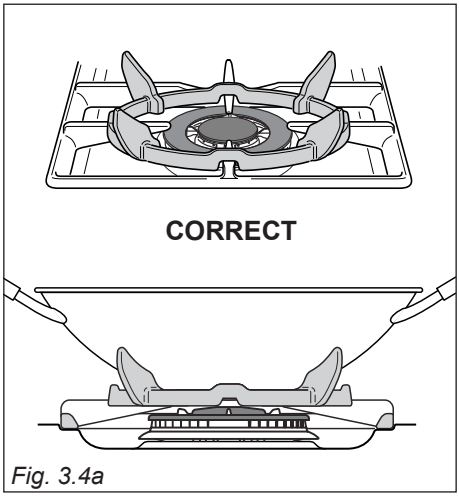
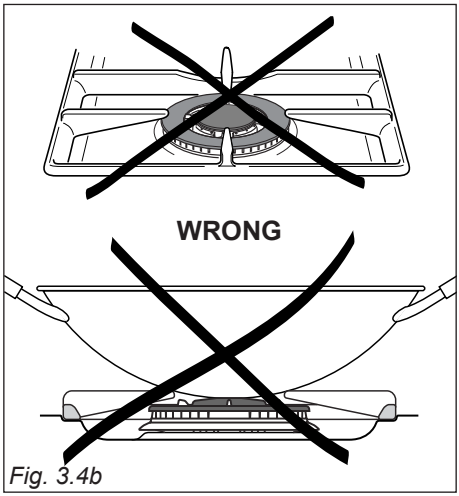
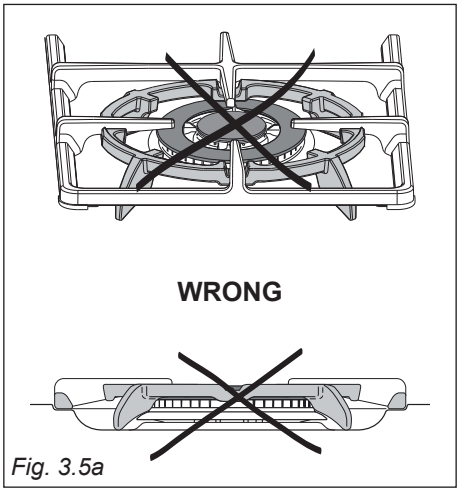

Fig. 3.4a
Fig. 3.4b
Fig. 3.5a
When using a WOK, the supplied wok stand **must** be placed onto the pan stand to avoid any faulty operation of the triple-ring burner (fig. 3.4a). The wok **should not** be placed directly onto the pan support without the use of the supplied wok stand (fig. 3.4b).
When using the wok stand it MUST ONLY BE PLACED over the pan support for the Double-ring burner (fig. 3.4a). **Under no circumstances should the wok stand be placed under the pan supports** (figs 3.5a - 3.5b). Incorrect placement of the wok stand in this manner may impinge the flame resulting in incomplete combustion and give rise to harmful levels of Carbon Monoxide (CO).